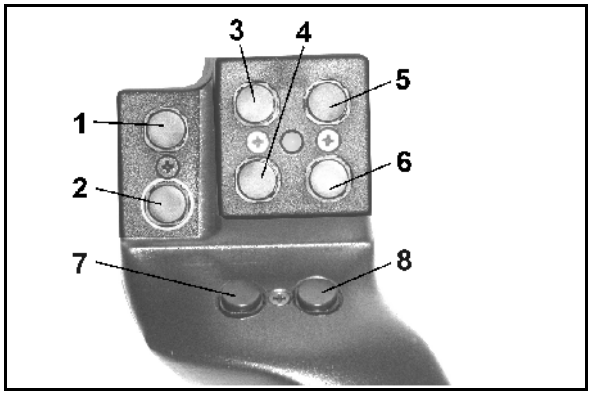
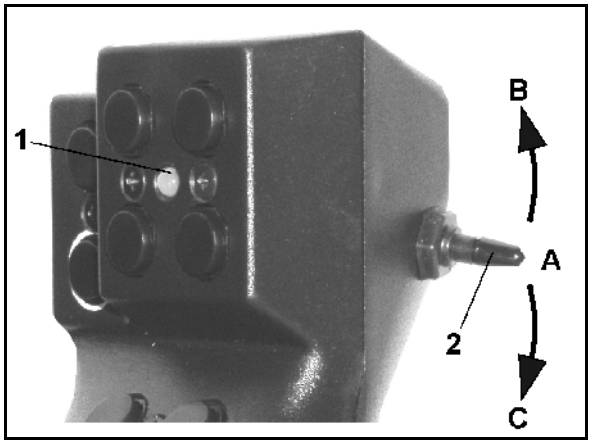

Fig. 80
Fig. 81
Zur Bedienung des AMATRON 3 hat der Multifunktionsgriff (Fig. 80) 8 Tasten (1 - 8) zur Verfügung. Weiterhin kann mittels Schalter (Fig. 81/2) die Belegung der Tasten 3-fach verändert werden.
- Mittelstellung (Fig. 81/A) und kann nach
- oben (Fig. 81/B) oder
- unten (Fig. 81/C) betätigt werden.
Die Stellung des Schalters wird durch eine LED-Leuchte (Fig. 81/1) angezeigt.